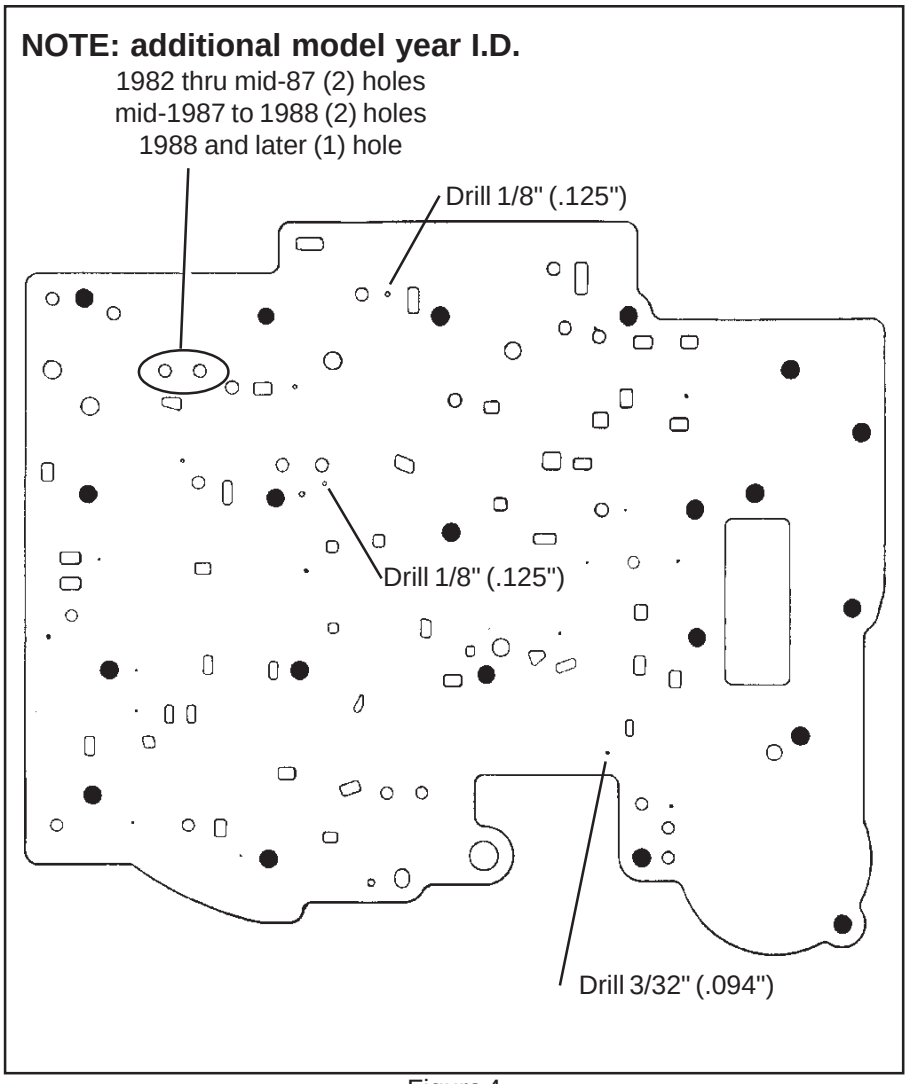

Figure 4
STEP 6. Using the supplied drills, enlarge the holes in your separator plate as indicated in **Fig. 4.** Carefully deburr the holes after drilling.
STEP 11. **Heavy Duty and Street; Check ball placement (See Fig. 4, 8, 8a, 8b and 8c.)** Place check balls in the valve body, auxiliary valve body and case in the positions shown. Use a dab of grease or petroleum jelly to hold check balls in position. Beginning mid 1984 model year TH-700's have a check ball which is larger than the others in the valve body position **'A'**. If your transmission is equipped with this check ball replace it in position **'A'.** If your transmission does not have this check ball then place **nothing** in position **'A'**, pre mid 1984 transmissions were not equipped with a check ball in this position.